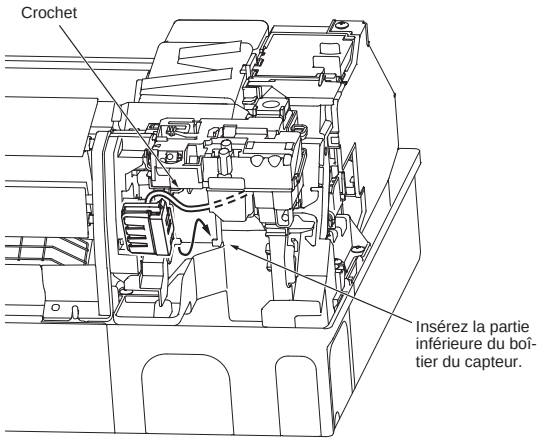

Fig. 3
4) Insérez le capteur de réfrigérant dans le sens de la flèche et fixez-le au crochet. (Fig. 3)